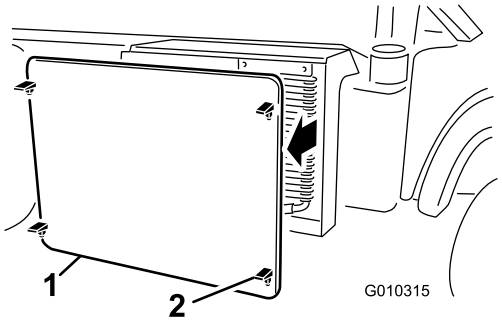

Figur 58
2. Løsn of fjern kølergitteret foran på køleren (Figur 58).